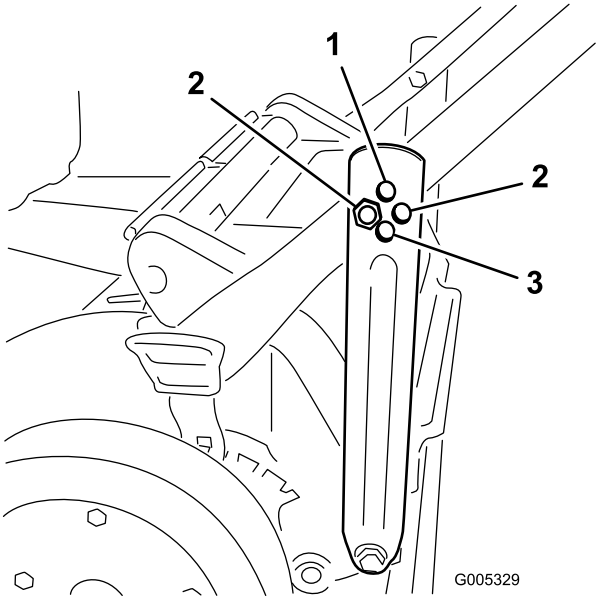

Figur 5
2. För in bulten genom hålet på båda handtagsstagen som fäster handtaget i önskat läge och dra åt (Figur 5).